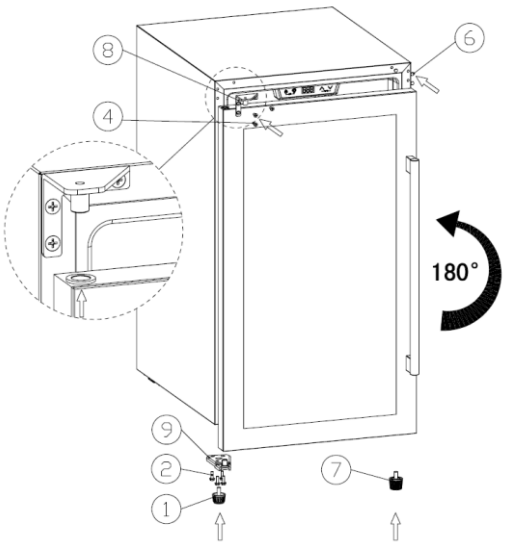

Bild 2
4. (Bild 2) Setzen Sie das linke obere Scharnier (8) ein — das zusätzliche, separat verpackte Scharnier — und ziehen Sie die Schrauben (4) fest.
5. (Bild 2) Drehen Sie die Tür um 180°, sodass der Griff rechts ist. Setzen Sie die Tür so ein, dass das Loch in ihrer oberen Ecke in den Anschlag des linken oberen Scharniers (8) greift; setzen Sie das linke untere Türscharnier (9) ein und ziehen Sie die Schrauben (2) fest; setzen